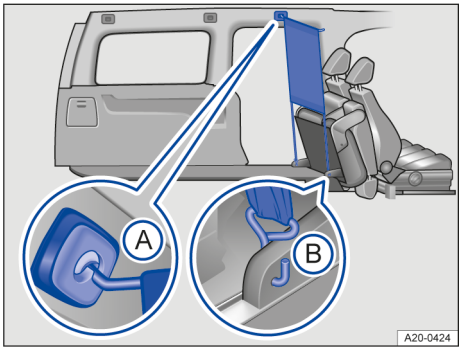

Fig. 150 Derrière la deuxième rangée de sièges rabattue : filet de séparation monté
2. Accrochez le filet de séparation dans le logement *avant gauche* intégré au pavillon → fig. 150 Ⓐ. Faites passer la barre transversale au-dessus de la position supérieure pour l'amener en position inférieure.
4. Accrochez le filet de séparation dans la fixation de siège → fig. 150 Ⓑ.